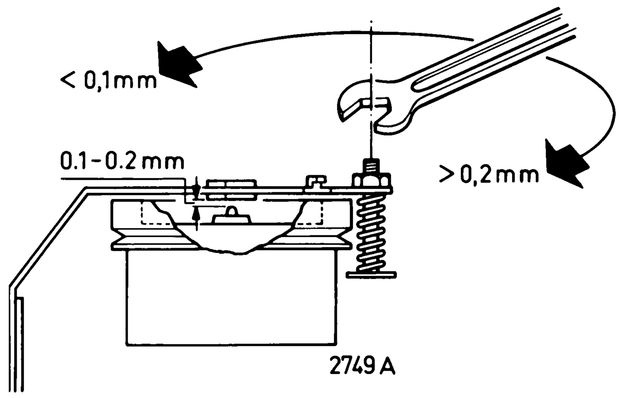

Fig. 3
4. Regolazione della staffa del volano 503, fig. 3.